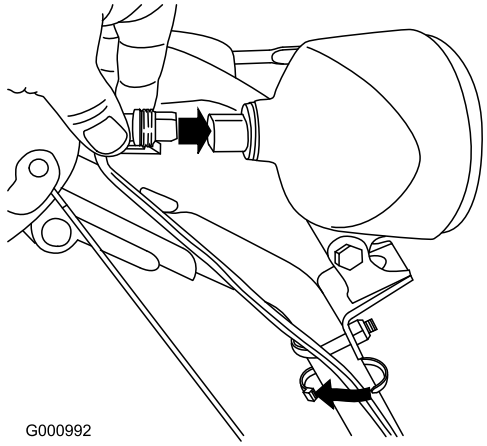

Figur 12
1. Sæt ledningsstikket i ledningens løse ende direkte ind bag på forlygten, indtil det sidder korrekt fast (Figur 12).
Bemærk: Sørg for, at plastikklemmen er placeret på den nederste del af ledningsstikket (Figur 12).
2. Fastgør et kabelbånd (fra posen med løse dele) omkring ledningen og håndtaget ca. 2,5 cm under bøjleskruen (Figur 12).